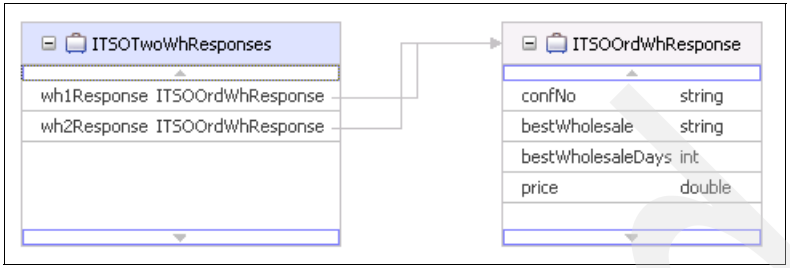

Figure 10-24 Business object ITSOTwoWhResponses
3. Create an attribute and name it `wh2Response`. Select a data type of **ITSOOrdWhResponse** (Figure 10-24).